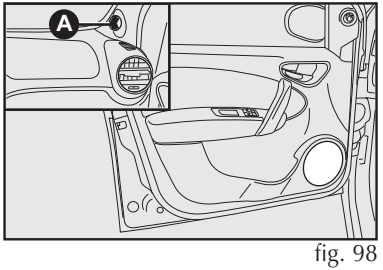
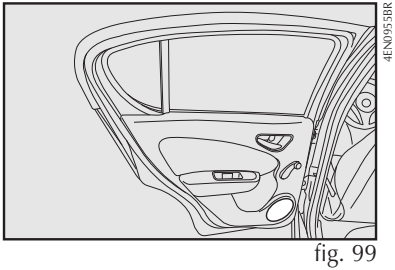

fig. 98
fig. 99
- alto-falantes na porta dianteira e traseira **fig. 98** e **fig. 99**.
- Tweeters (15W) nas colunas das portas dianteiras, detalhe **A-fig. 98**.